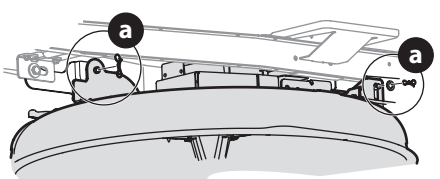

Figura 19
5. Extraiga los pasadores de chaveta con unión curva (a) que aún están sujetando la plataforma al montable (Figura 19).
5. Asegure la plataforma a los brazo de elevación de la plataforma utilizando dos pasadores de chaveta con unión curva (a) (Figura 19).
NOTA: los pasadores de chaveta con unión curva (a) se deben volver a colocar de arriba hacia abajo (Figura 19).